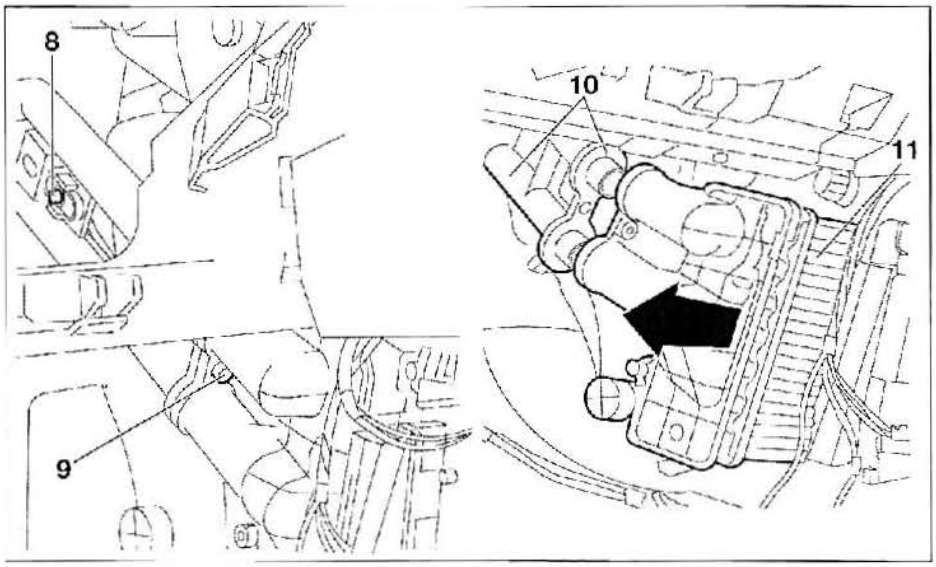

FIG. 18
• Desmontar los tornillos (8) de la brida de sujeción y los (9) de montaje de las tuberías **(fig. 18).**
• Separar las tuberías (10) del radiador de calefacción (11).